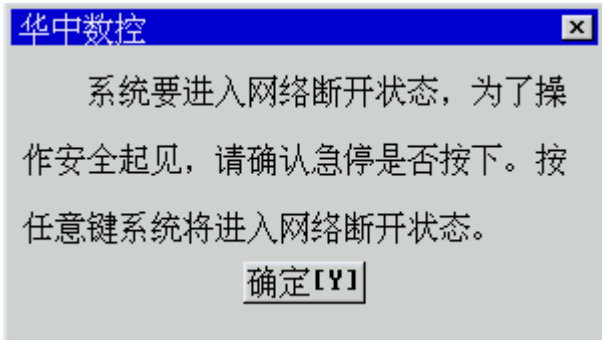

图 7.3.2 断开网络连接
(3) 在断开盘符输入框内输入一个已建立网络连接的虚拟驱动器名，如 X:；
(4) 按 **Enter** 键，弹出如图 7.3.2 所示对话框；